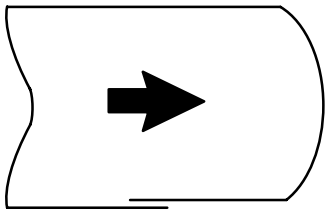

Fig. 4
b) Fig. 4 shows a section through a semi-finished package, seen from above. Shift the support rollers in the direction of the arrow.
c) To adjust, push **Short stop** and loosen the screw (1). Adjust by means of the adjustment screw (4).